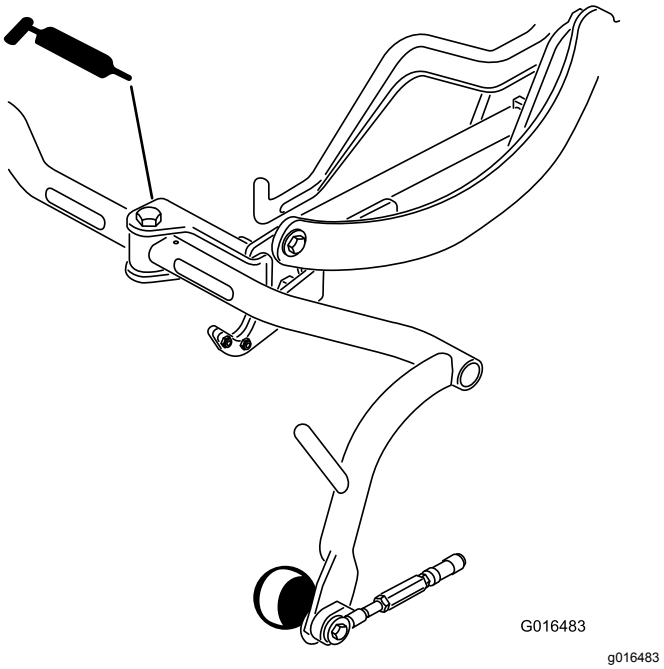

Figur 32
- Bærerammens akserør (3) (Figur 32)